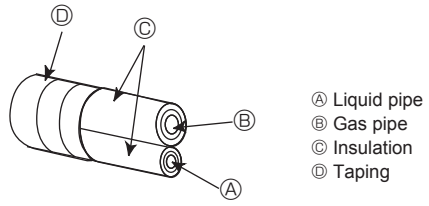

Fig. 4-5
4.3. Connecting pipes (Fig. 4-5) (Fig. 4-6)